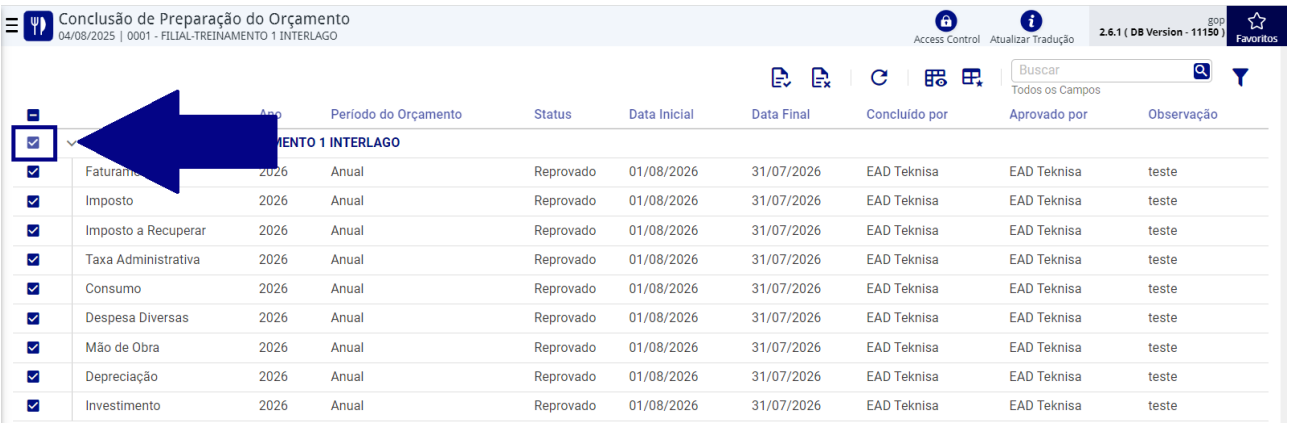

Figura 394: Seleção Unidade
- **Seleção Geral (por Unidade):** Para selecionar todos os itens operacionais de uma unidade de uma só vez, marque a **caixa de seleção principal** (Figura 394), localizada ao lado do nome da unidade. Esta ação selecionará automaticamente todos os itens subordinados.